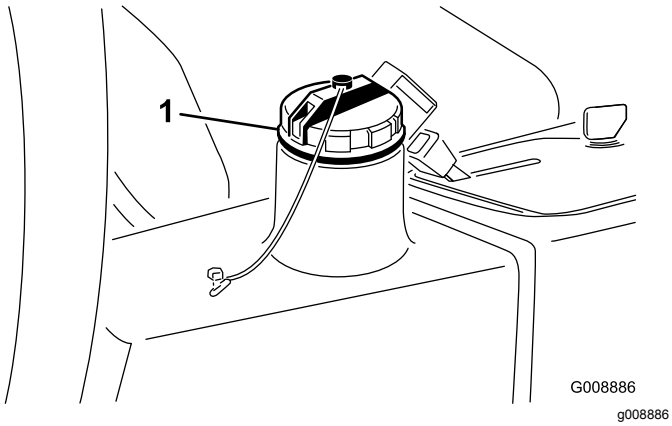

Figur 41
2. Rengjør rundt påfyllingshalsen og lokket på hydraulikktanken (Figur 41) og fjern lokket.